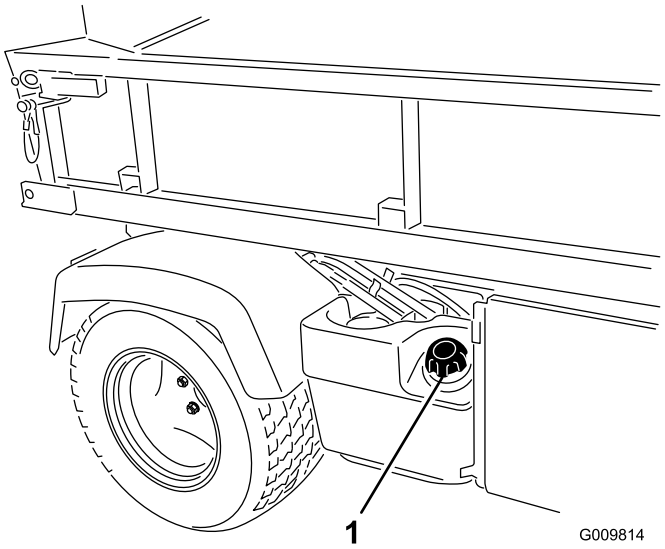

Figur 16
2. Fjern drivstofftanklokket (Figur 16).